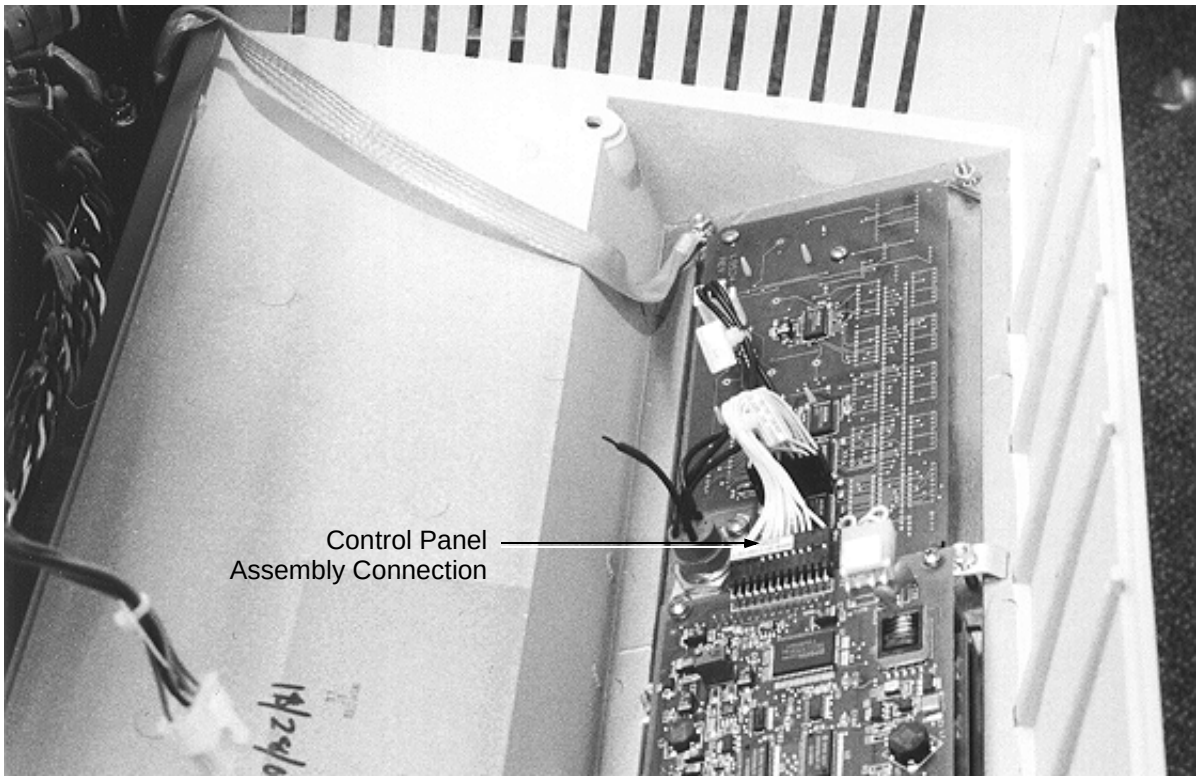

Figure 7-14 Control Panel Assembly (Right)
6. Locate the connection that runs from the control panel assembly to the side of the touch screen assembly (Figure 7-14 on page 7-14).
There are no latches or screws. Figure 7-14 shows the grounding strap still attached to the front panel. At this point, however, it has already been removed.
7. Insert the connector from the control panel assembly into the side of the touch screen assembly display board (Figure 7-14).